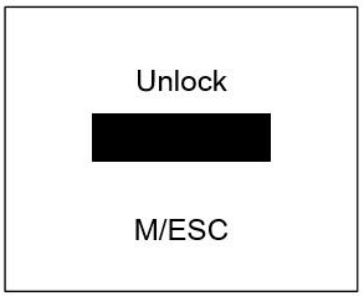

Figura 7.1
- Para la interfaz que se muestra en la Figura 7-1, presione las teclas "ESC", "ENTER", "UP" (Arriba) y "DOWN" (Abajo) según el texto que aparece en la parte inferior de la pantalla para desbloquearla.